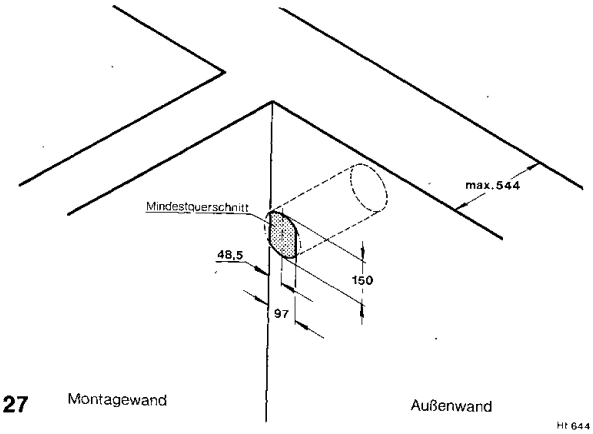

Bild 27
Montageanschlußplatte fertig montieren. Installationslehre (233) wird in die Fixierbohrungen (177) der Montageanschlußplatte (13) gesetzt. Senkrecht ausrichten. Befestigungsbohrungen (230) und Mittelhöhe des seitlichen Mauerdurchbruchs (274) anzeichnen. Mauerdurchbruch nach Bild 27 erstellen.